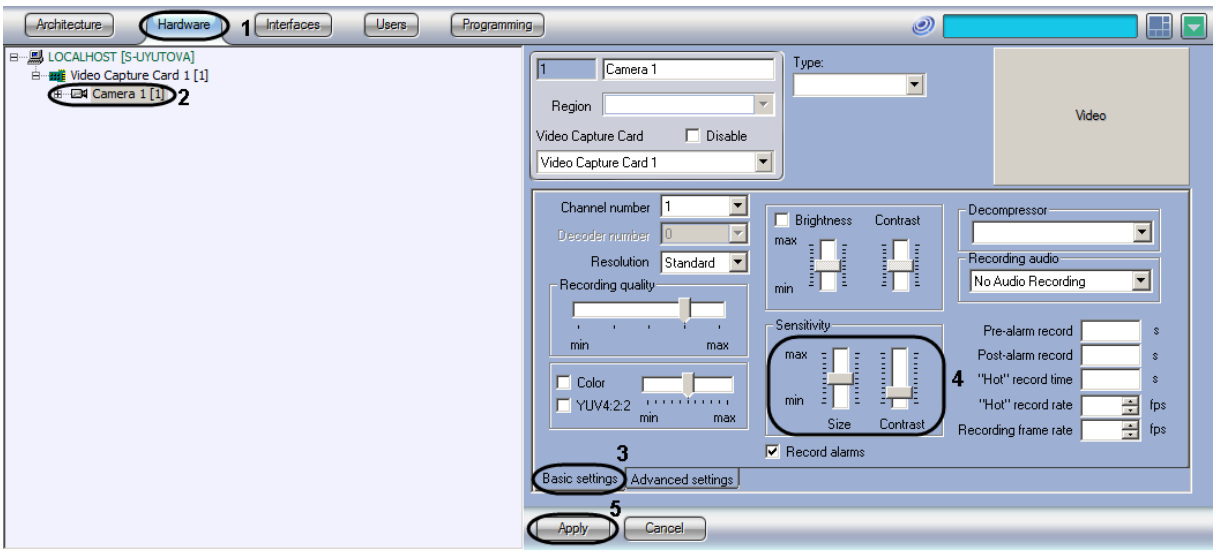

Figure 8.4-55 Configuring Main motion detection tool
2. Go to the“Hardware” tab in the “System settings” dialog box (Figure 8.4-55, 1).
3. Select the “Camera” object corresponding to the camera on which a detection tool is configured, in the objects tree of the “Hardware” tab (Figure 8.4-55, 2). The settings panel for the selected object appears on the right of the “Hardware” tab.
4. Select the “Basic settings” tab on the settings panel of the “Camera” object (Figure 8.4-55, 3).
5. Set the “Size” value by moving the slider of the same name (Figure 8.4-55, 4). The value of this setting corresponds to the part of the total frame square, occupied by the smallest detected object. When an object bigger than the preset one moves, the motion detection tool switches to the alarm status.
6. Set the “Contrast” value by moving the slider of the same name (Figure 8.4-55, 4). The value of this setting corresponds to the contrast of detected object.